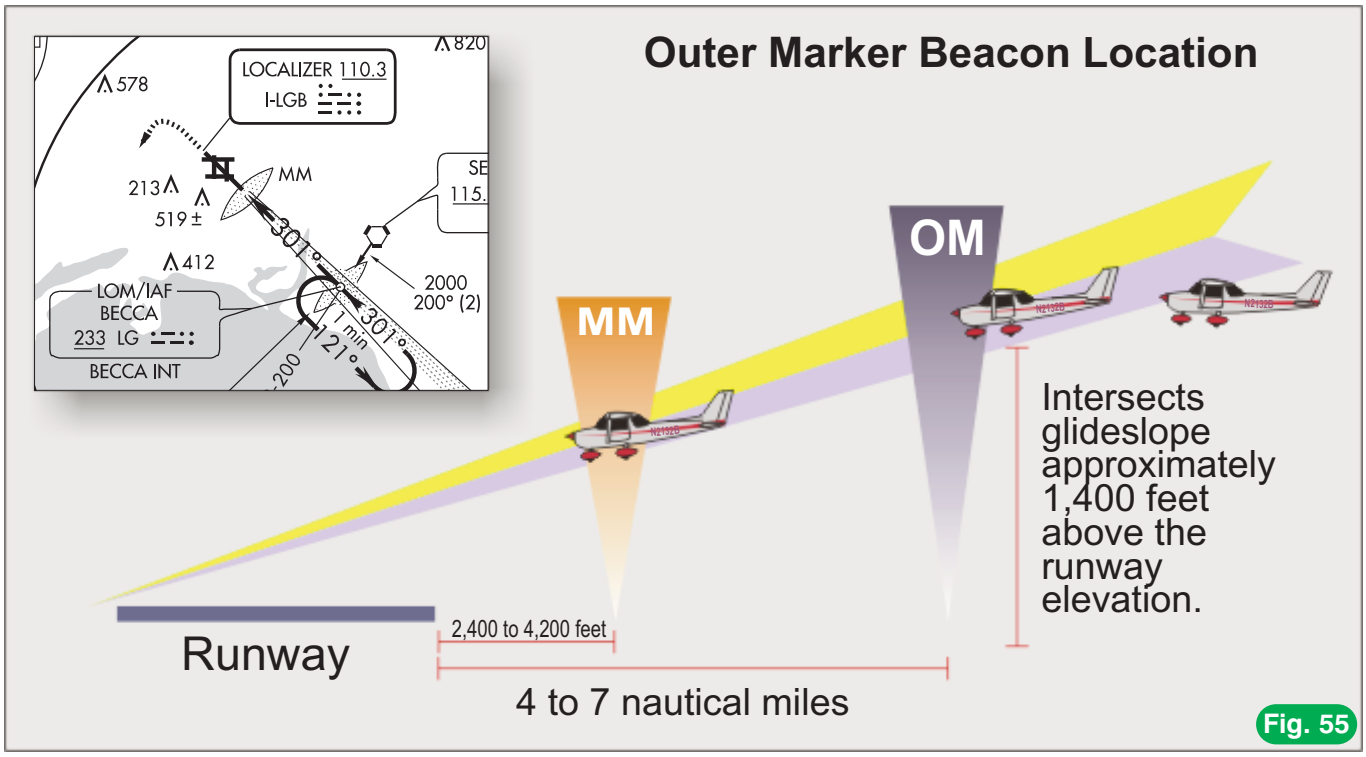

Fig. 55
An outer marker (OM) is often installed at a point four to seven miles from the runway threshold (Figure 55). The intent here is to alert you by placing the marker beacon approximately where you intercept the glideslope and begin your descent to the runway. The place where you often (but not always) begin this descent is called the PFAF or *precision final approach fix*. The outer marker is identified by a blue flashing light in your cockpit and a series of Morse code dashes. If you get the blue flashing light *without* the Morse code, you are flying too low over a Kmart.